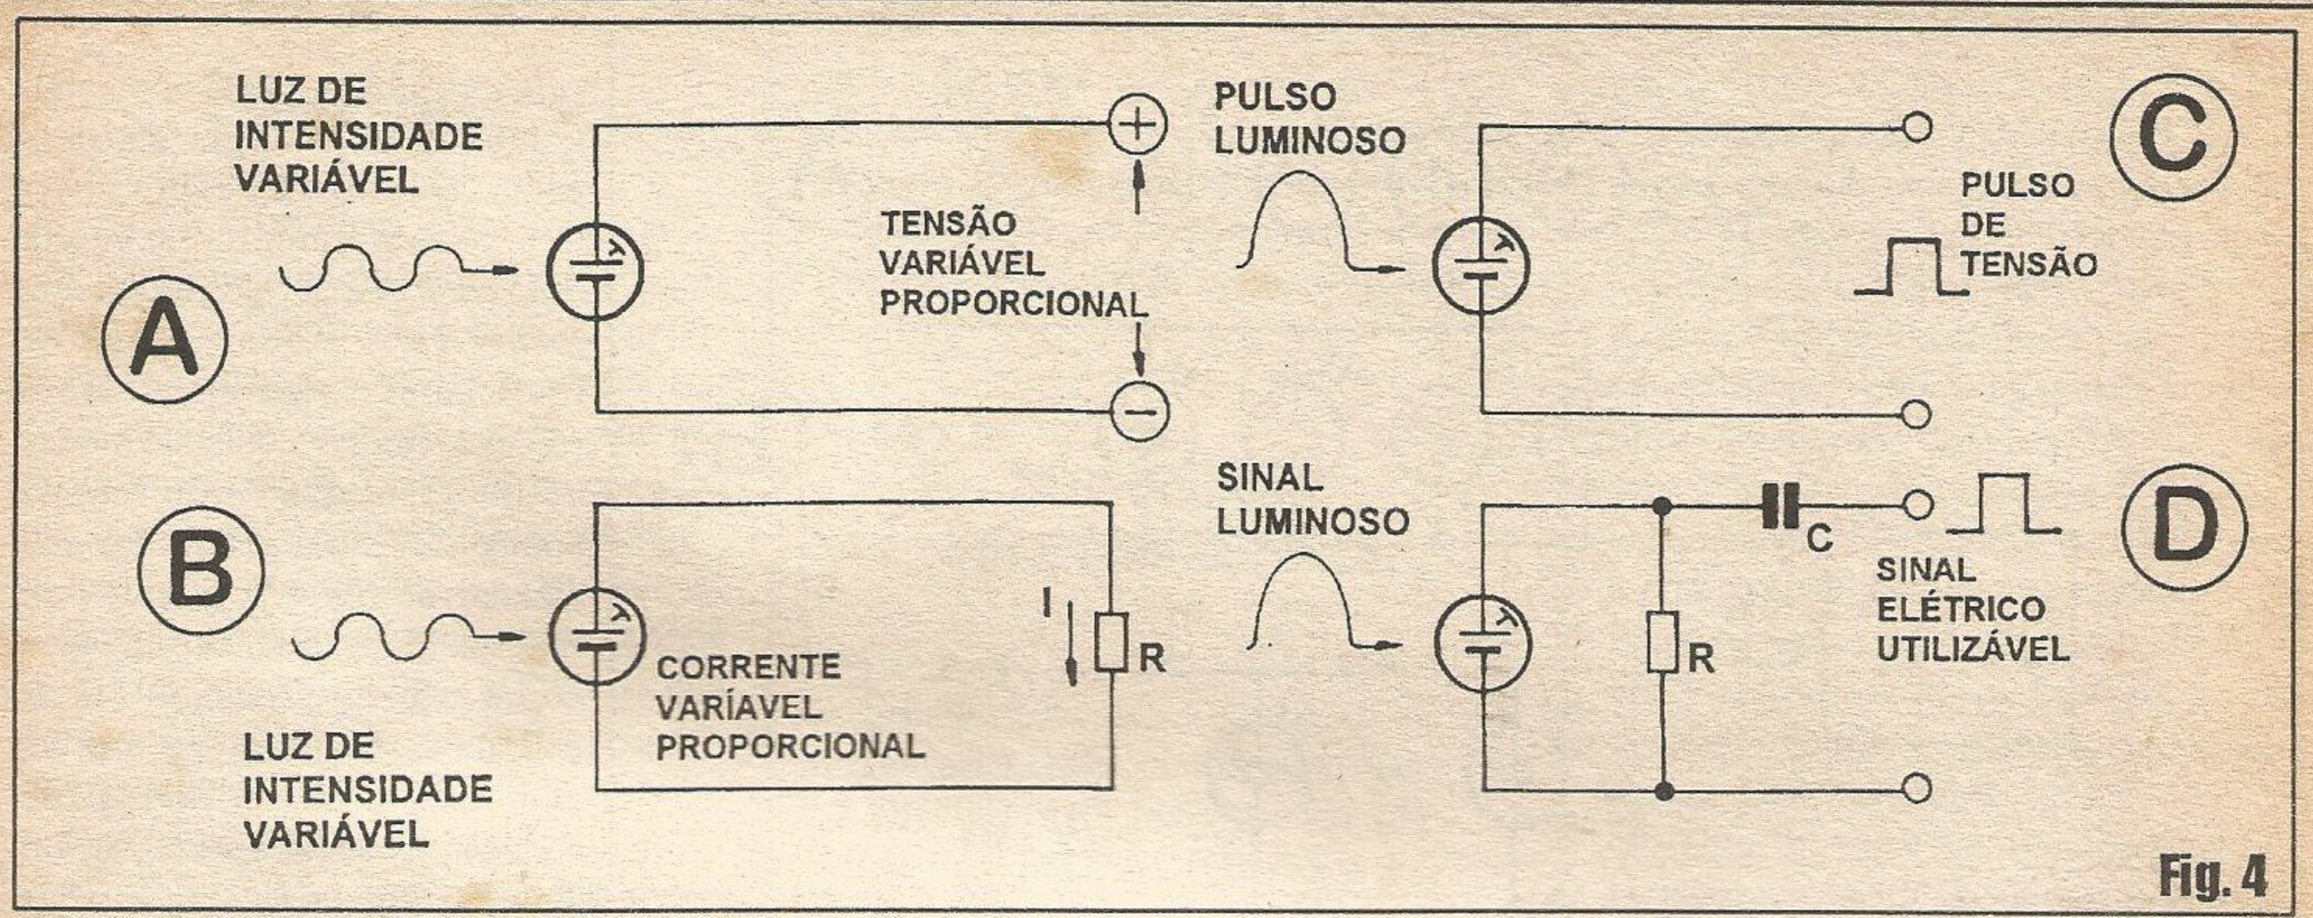

Fig. 4
**- FIG. 4 - A UTILIZAÇÃO PRÁTICA DOS FOTOVOLTAICOS, E SUAS *REAÇÕES* À PRESENÇA/VARIAÇÃO DA LUZ... -** Não é difícil, na prática, utilizar os componentes opto-eletrônicos, da *família* dos DETETORES FOTOVOLTAICOS... O diagrama mostra uma série de *esqueminhas* típicos, fáceis de entender: em **A**, estando o detetor submetido a luz de intensidade variável, teremos nos seus terminais um sinal elétrico *polarizado*, mostrando tensão também variável... Se for requerida uma manifestação do sinal em forma de corrente, nada mais simples: basta intercalarmos uma carga resistiva **R** no sistema (como visto em **B**...), de modo que sobre a dita carga se desenvolva uma corrente **I**, também variável, em função da tensão gerada... Os FOTOVOLTAICOS podem ser considerados detetores/transdutores relativamente rápidos, reagindo muito bem a pulsos luminosos muito breves... Dessa forma (como em **C**...), se um curtíssimo *flash* de luz incidir sobre o sensor, será obtido nos seus terminais também um breve pulso de tensão, um rapidíssimo *sobe-desce* da *voltagem* normalmente presente nos ditos terminais (que são - reafirmamos - polarizados, como os de uma pilha...). Adequações de impedância e outros parâmetros inerentes aos eventuais blocos circuitais ou componentes *posteriores* ao detetor fotovoltaico, num arranjo prático qualquer, podem tornar necessário - para um perfeito *casamento* - o uso de redes RC (ver **D**...), que permitem a *recolha* de sinais elétricos perfeitamente utilizáveis, a partir das manifestações luminosas detetadas...! Essa adequação dos sinais (em nível, impedância, etc.) ocorre de forma muito parecida com o que já vimos no que se refere aos transdutores eletro-acústicos (série de *aulas* imediatamente anterior à presente...).